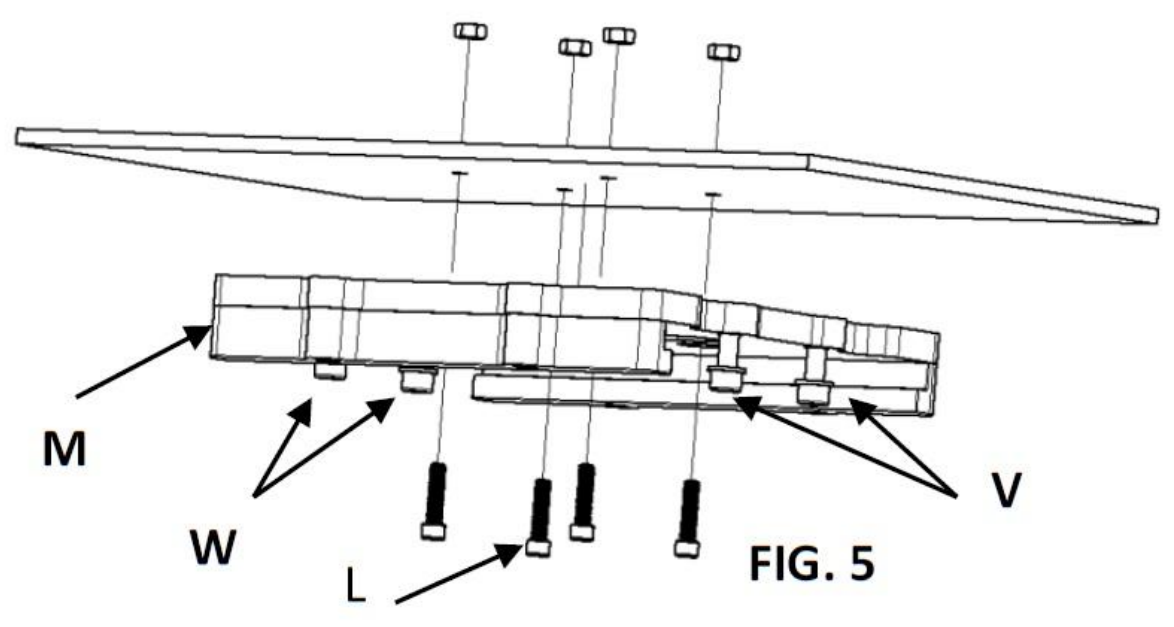
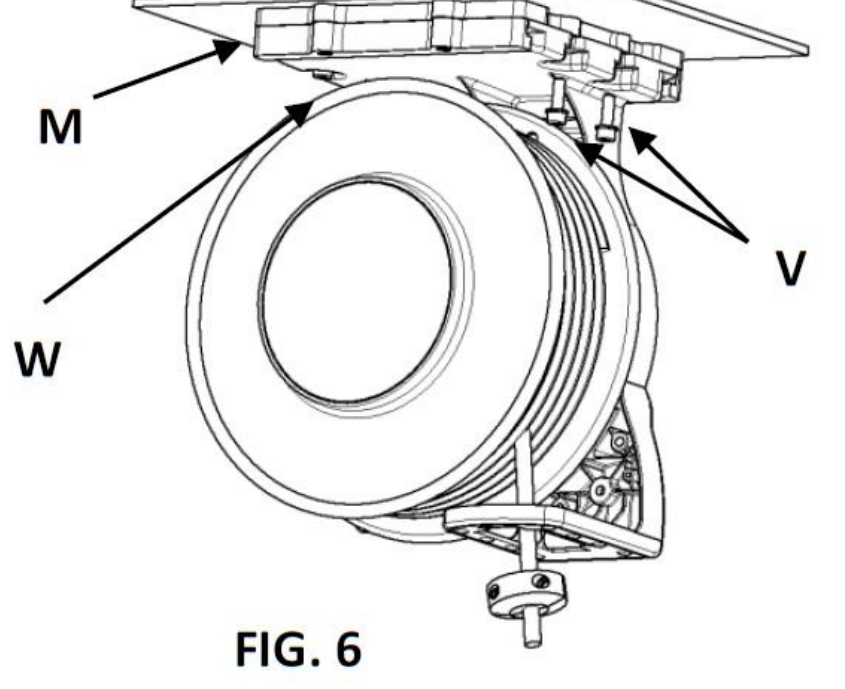

FIG. 5
FIG. 6
- ♦ Secure mounting bracket "M" with four bolts "L" to the panel (Fig. 5).
- ♦ Remove (2) bolts "V" (Fig. 5), while leaving hex nuts in slots, slide the reel in the mounting bracket "M" and secure with (2) bolts "V" and (2) bolts "W". (Fig. 6).
- ♦ Fixer solidement le support de montage "M" au panneau (Fig. 5) avec quatre boulons "L".
- ♦ Retirer (2) boulons "V" (Fig. 5), en laissant les écrous hexagonaux dans les fentes, faire glisser l'enrouleur sur le support de montage "M" et fixer avec (2) boulons "V" et (2) boulons "W". (Fig. 6).
- ♦ Asegure el brazo de montaje "M" con cuatro tornillos "L" al panel (Fig. 5).
- ♦ Retirar (2) tornillo "V" (Fig. 5), dejando las tuercas hexagonales en las ranuras, deslice el carrete al brazo de montaje "M" y asegúrelo con (2) tornillos "V" y (2) tornillos "W". (Fig. 6).